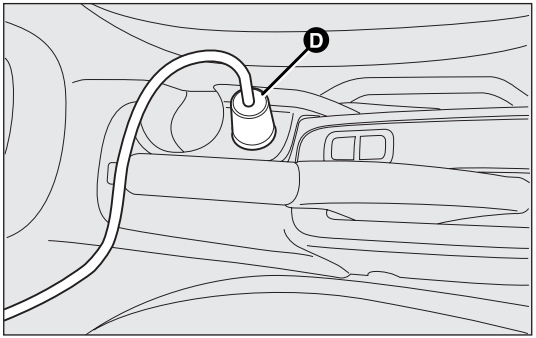
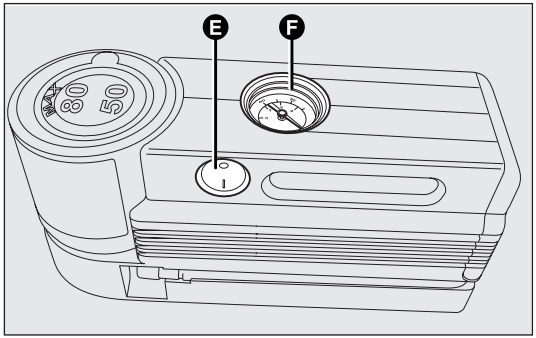

fig. 144 F0V0096m
fig. 145 F0V0097m
- make sure that switch E-fig. 145 of the compressor is in position 0 (off), start the engine, insert plug D-fig. 144 into the socket and activate the compressor by turning switch E-fig. 145 to position 1 (on). Inflate the tyre to the pressure specified in the "Cold tyre pressures" paragraph in the "Technical specifications" section. For a more accurate reading, check pressure gauge F-fig. 145 with the compressor off;